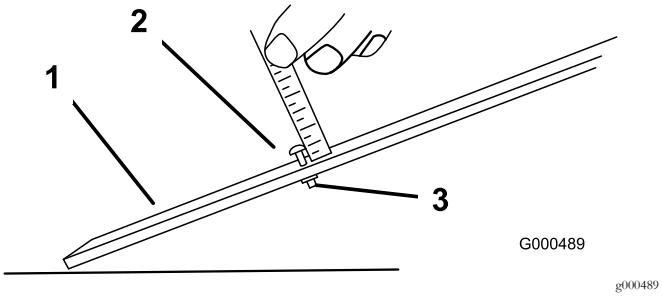

**Figur 49**
3. Løsn møtrikken på målestangen (Figur 49), og indstil justeringsskruen på den ønskede klippehøjde. Afstanden mellem bunden af skruehovedet og stangens flade udgør klippehøjden.